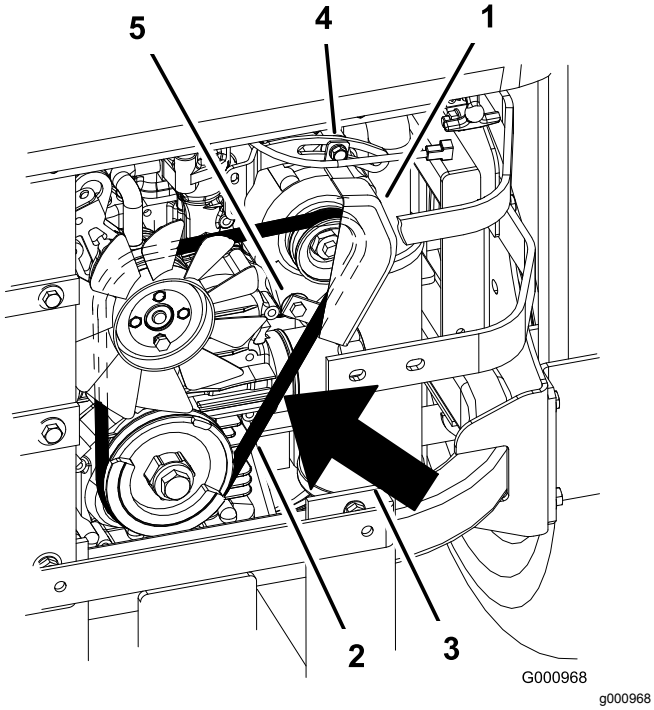

Figur 91
2. Juster generatoren til utsiden helt til det er 7 til 9 mm avbøyning i remmen mellom motoren og generatorens remskiver med 98,3 N styrke (Figur 91).
5. Hvis svikten er korrekt, strammer du øvre og nedre bolt (Figur 91).